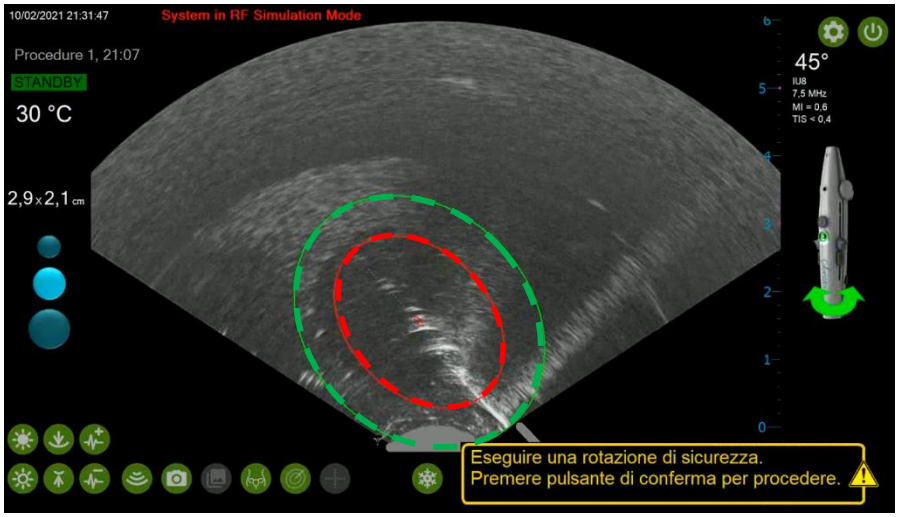

Figura 4-21. Esempio di SMART Guide allineata e di confine di sicurezza termica (ellisse esterna verde) entro il margine della sierosa
- Far ruotare il dispositivo di trattamento Sonata in entrambe le direzioni e verificare che il suddetto confine di sicurezza termica non attraversi il margine della sierosa in nessuno dei piani di visualizzazione adiacenti (vedere la Figura 4-21).